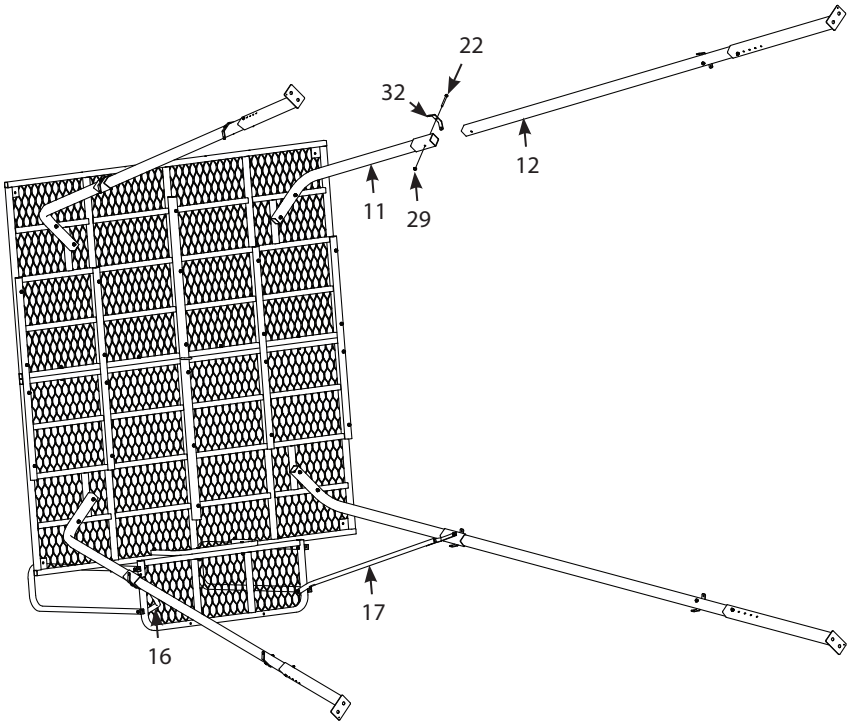

FIGURE 12
12. Tip the platform on edge as shown and insert the four leg assemblies into the leg-to-platform attachment parts (11). Pay attention to the orientation of the leg so that the foot plate is angled correctly to sit flat on the ground. For the two upper legs, attach a brace-to-leg attachment bracket (32) to each leg and secure the parts together using a 1/4-20 X 2-1/2 IN bolt (22) and 1/4-20 nut (29). For the two lower legs, the right and left entry platform braces (16, 17) must also be attached to the bolts in this step. **SEE FIGURE 12.**